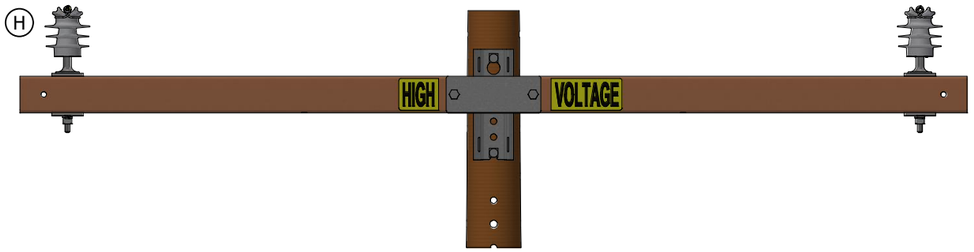

FIGURE 1
(C) WHEN INSTALLING A TIE-TOP INSULATOR, THE LINE ANGLE IS LIMITED TO A MAXIMUM OF SIX DEGREES WHEN THE CONDUCTOR IS PLACED IN THE SADDLE OF THE INSULATOR AND PROPERLY SECURED WITH THE APPROPRIATE CONDUCTOR TIE. FOR LINE ANGLES GREATER THAN SIX DEGREES, THE CONDUCTOR SHALL BE PLACED ON THE NECK OF THE TIE-TOP INSULATOR AND PROPERLY SECURED WITH THE APPROPRIATE CONDUCTOR TIE. FOR CLARIFICATION, REFER TO FIGURES 1 AND 2 ON PAGE 3.